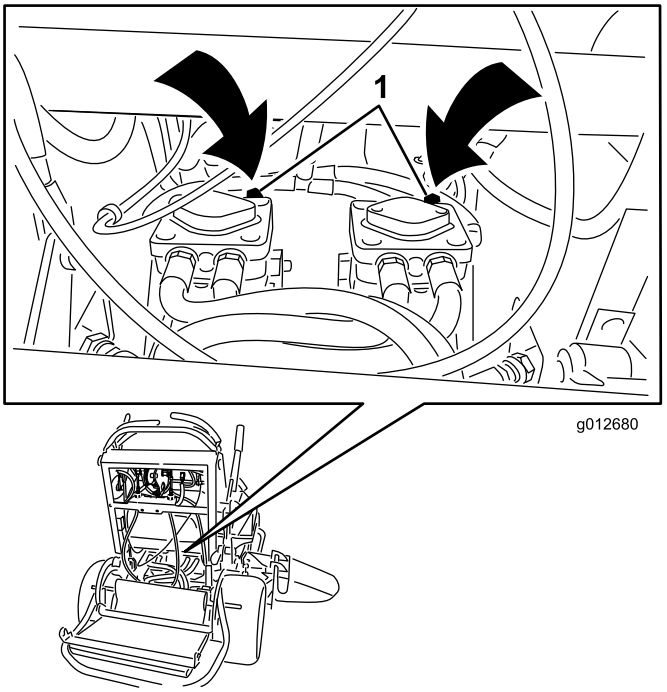

Figuur 25
3. Open de omloopventielen op beide pompen door deze 1 tot 2 slagen linksom te draaien (Figuur 25).